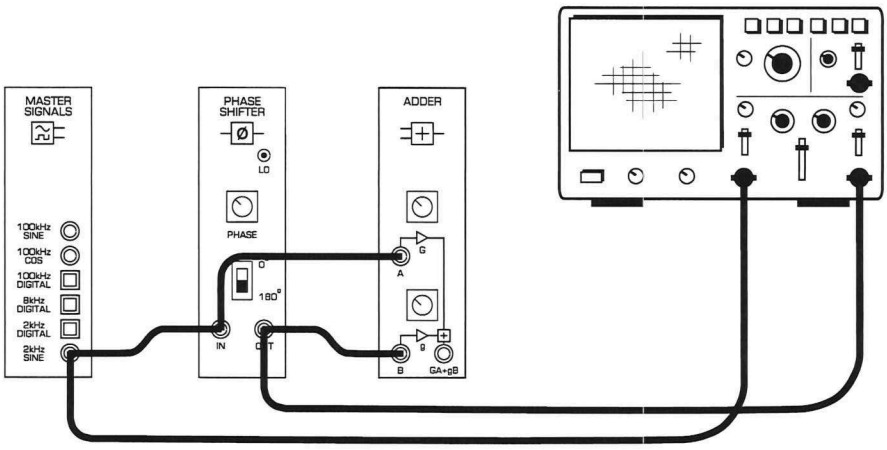

Figure 4
19. Connect the set-up shown in Figure 4 below.
The set-up shown in Figures 4 and 5 is now ready to implement the equation: